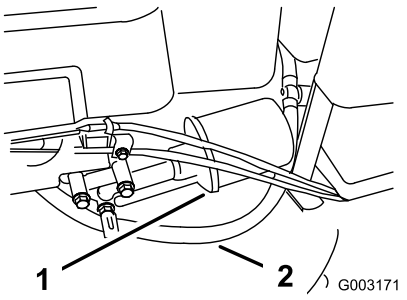

Figura 24
Sostituite il filtro dell'olio (Figura 24) ogni 100 ore di servizio oppure ogni anno, a seconda della data più prossima.
4. Staccate il tubo del carburante (Figura 24) allentando il serratubo sul carburatore.